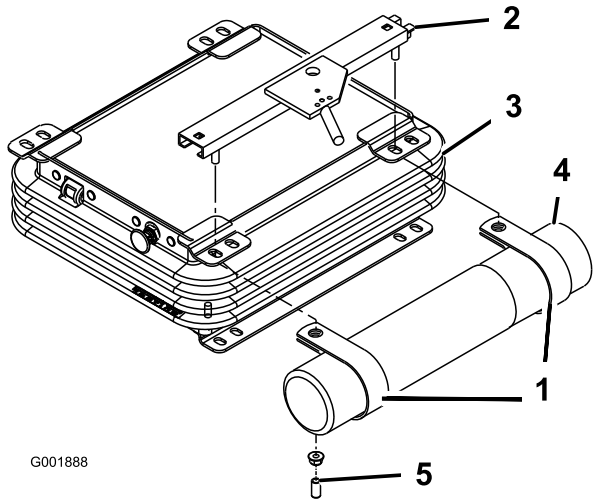

Figur 7
2. Ta bort de två muttrarna och vinylhylsorna (om sådana finns monterade) och säkra det övre sätesfästet på sätesupphängningens vänstra sida (Figur 7).
3. Montera R-klämmorna löst på sätesfästets tappar med de två muttrarna som togs bort tidigare (Figur 7). R-klämmorna ska placeras under sätesupphängningens flikar.
4. Montera röret för bruksanvisningen i R-klämmorna och dra åt muttrarna (Figur 7).